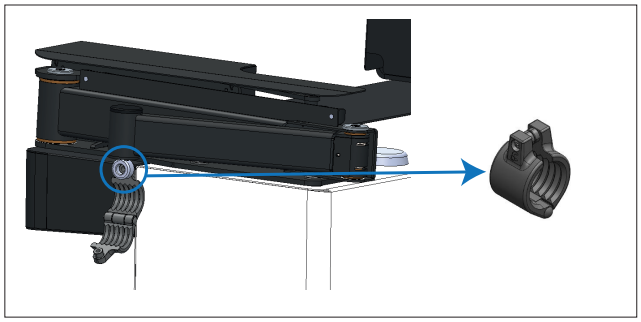

Figure 40: Step 4.
4.- Manually position the cable holder at the end of each cable management system, **Figure 40**.